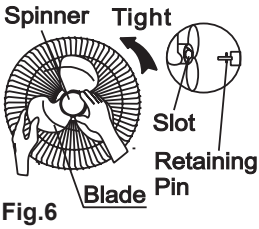

Fig.6
2. Insert the blade into shaft, and make sure the rotor shaft pin is fitted into groove of the blade. Turn the spinner counterclockwise to tighten the blade. (Fig. 6)